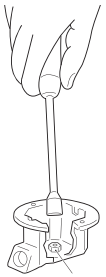

Рис. 7: *замена сопел*
2. С помощью трубного ключа 7 мм отвинтить сопла горелок [Рис. 7].